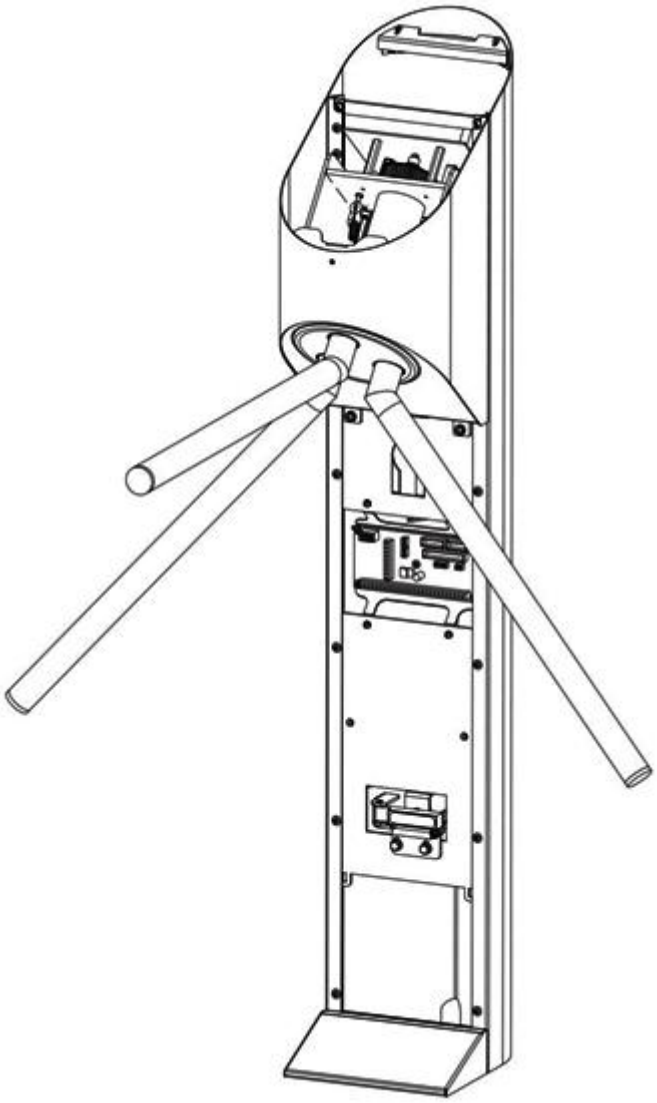

Рисунок 12 – Демонтаж дверцы стойки
3.5.3 Рисунок 12 – открыть замок и снять дверцу стойки.